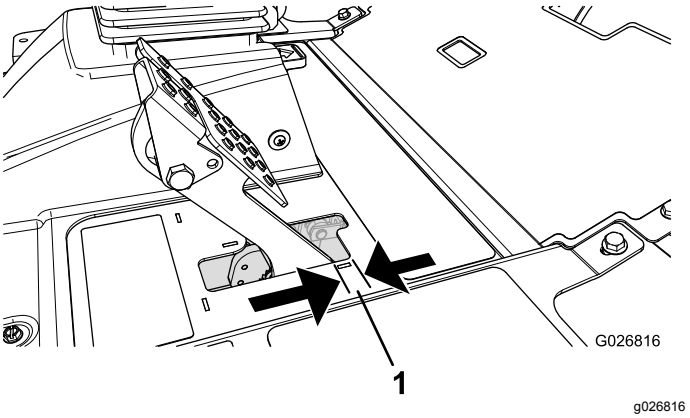

Figur 68
Justera bromsarna om bromspedalen har mer än 25 mm fritt spel (Figur 68) eller om större fasthållningskraft krävs. Det fria spelet är det avstånd bromspedalen förflyttar sig innan bromsmotståndet känns av.
2. Dra åt den bakre muttern så att kabeln förs bakåt tills bromspedalerna har ett spel på 6,3–12,7 mm (Figur 68) innan hjulen låses.